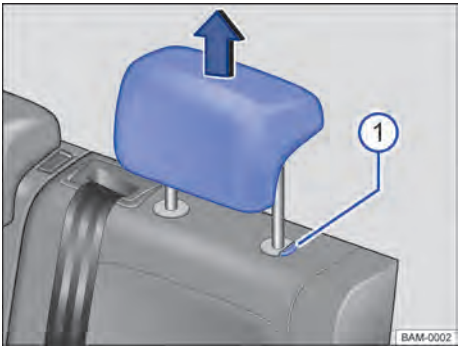

Fig. 71 Apoios para cabeça traseiros: desinstalar.
– Retirar o apoio para cabeça com o botão → Fig. 71 (1) pressionado.
– Empurrar o apoio para cabeça para baixo com o botão → Fig. 71 (1) pressionado.